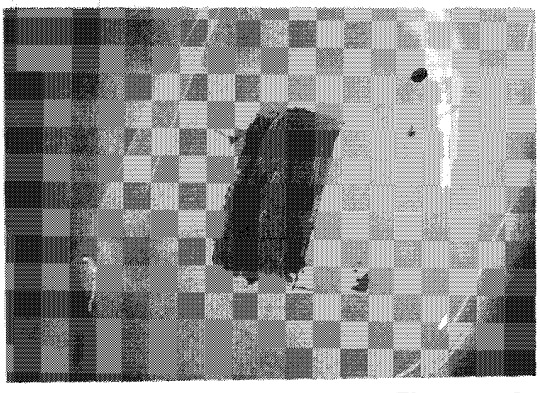
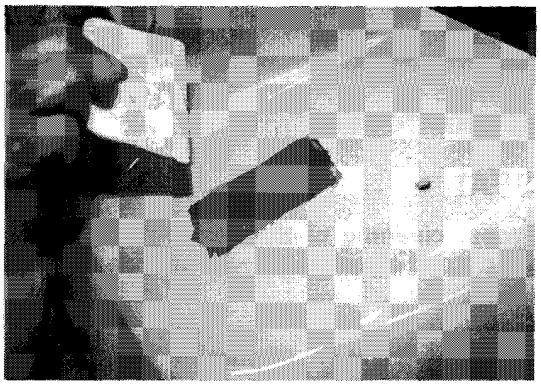

Figure 5-3
Figure 5-4
4. Using the Flexible Epoxy Kit (CLUB CAR part # 1017295), mix equal amounts of resin and hardener to completely fill in the damaged area **(Figure 5-3)**. Spread the mixture over the damaged area using a putty knife or spreader with ample pressure to eliminate air pockets **(Figure 5-4)**.